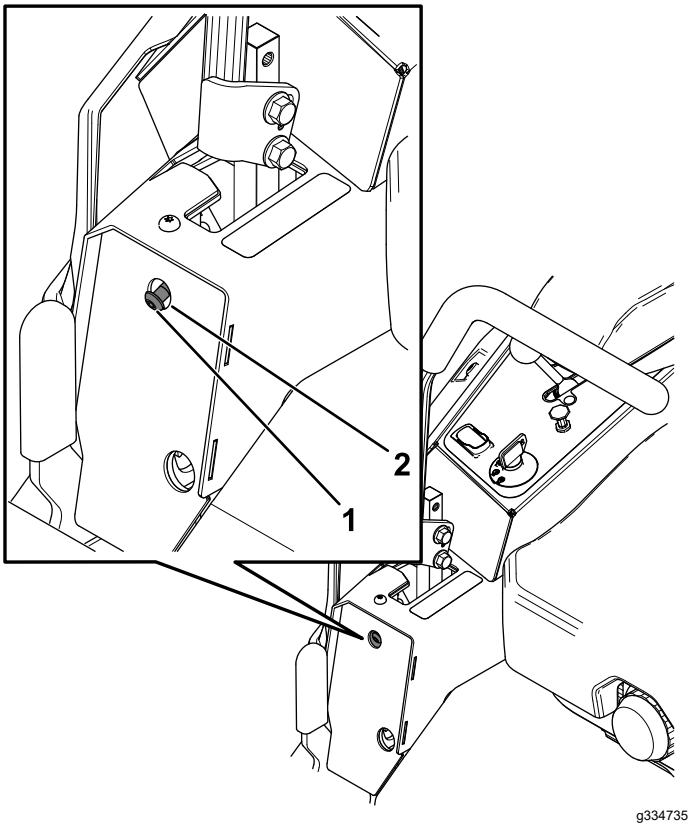

Figuur 55
6. Als de machine naar rechts spoort, steek dan een inbussleutel van 3/16" door de opening in de afdekplaat links vooraan en draai de stelschroef van de sporing links- of rechtsom om het bereik van de hendel af te stellen (Figuur 55).
7. Als de machine naar links spoort, steek dan een inbussleutel van 3/16" door de opening in de afdekplaat rechts vooraan en draai de stelschroef van de sporing links- of rechtsom om het bereik van de hendel af te stellen (Figuur 55).